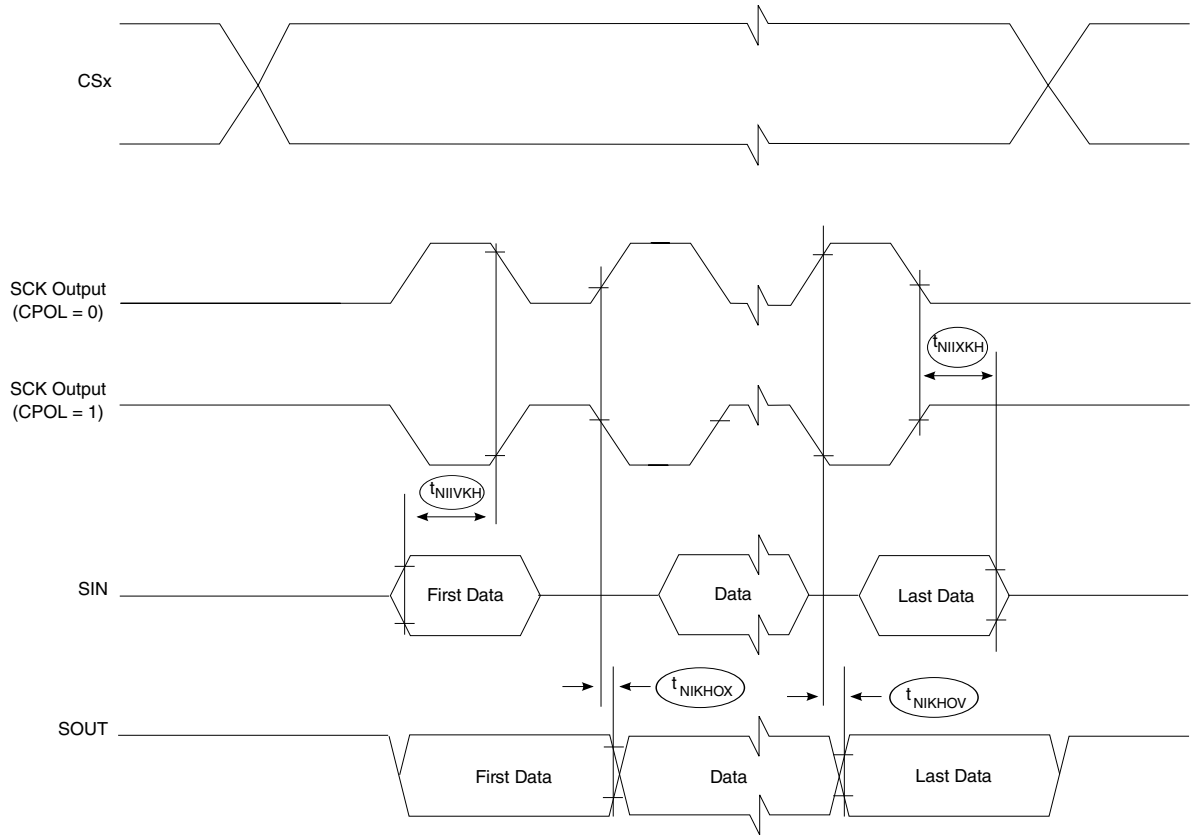

Figure 60. SPI timing master, CPHA = 1
6. See Figure 60. on page 170.